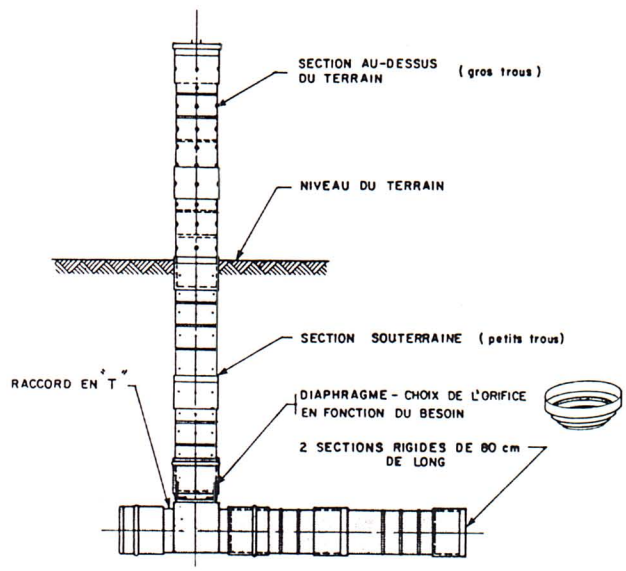

**Figure 3**: Composantes d'un avaloir (Hickenbottom)
L'avaloir surélevé est généralement en matière plastique. Il est léger et facile à installer. Les principales composantes (5) d'un avaloir surélevé de type Hickenbottom sont illustrées à la figure 3.